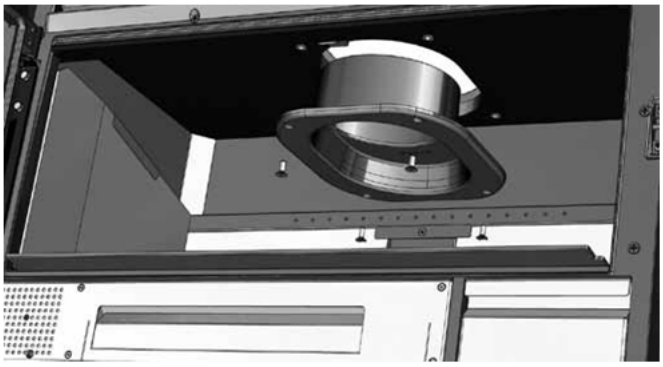

FIG. 14
4. Fixez de nouveau la cheminée au plafond. **VÉRIFIEZ QUE LA BUSE EST CORRECTEMENT FIXÉE AU PLAFOND!** (FIG.14).